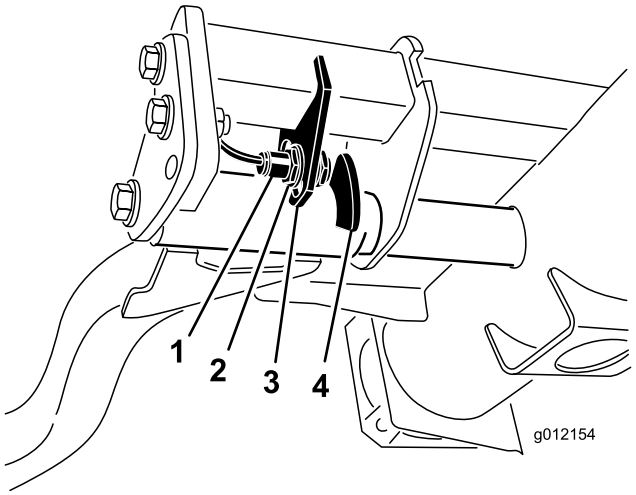

Figur 34
2. Løftearmsafbryderen er placeret under hydrauliktanken bag løftearmen forrest til højre (Figur 34).
3. Løsn kontaktens monteringsskruer (Figur 34), og flyt kontakten ned for at forøge løftearmens drejehøjde, eller flyt kontakten op for at mindske løftearmens drejehøjde. Stram monteringsskruerne.